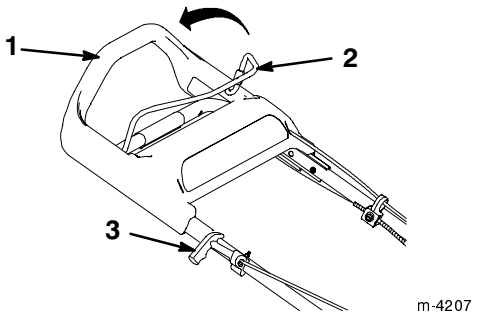

Bild 14
3. Halten Sie die Steuerstange gegen den Handgriff gedrückt (Bild 14).
A. Ziehen Sie leicht am Startergriff, bis Sie einen Widerstand spüren. Ziehen Sie ihn dann kräftig durch (Bild 14).